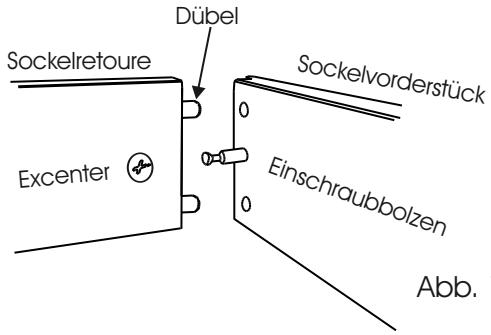

Abb. 1
2. Zeichnen Sie die Position der Kufen an. Hierzu verwenden Sie die mitgelieferte Schablone und halten diese an der vorderen und seitlichen Kante des Unterbodens bündig an. (Abb. 1)
1. Montieren Sie die Sockel-Retouren mit dem Sockelvorderstück. Hierzu stecken Sie jeweils einen Excenter und zwei Dübel (Ø8x30) in die Sockel-Retouren. Schrauben Sie in das Sockelvorderstück links und rechts einen Einschraubbolzen ein. (Abb. 1)
können Sie die Türen wie in Abb.1 einstellen.